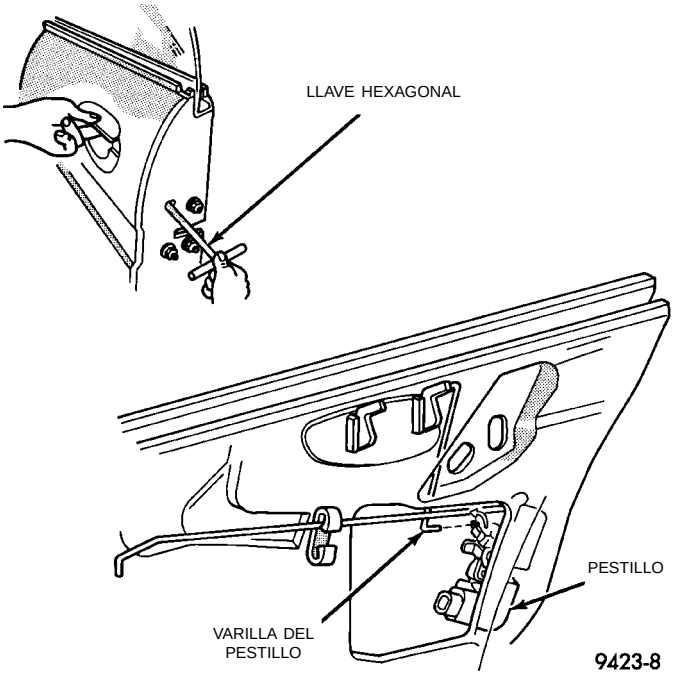

Fig. 90 Ajuste del pestillo de la puerta
(1) Inserte una llave hexagonal a través del orificio alargado en el marco del extremo de la puerta, cerca de la abertura de la placa de tope del pestillo (Fig. 90).